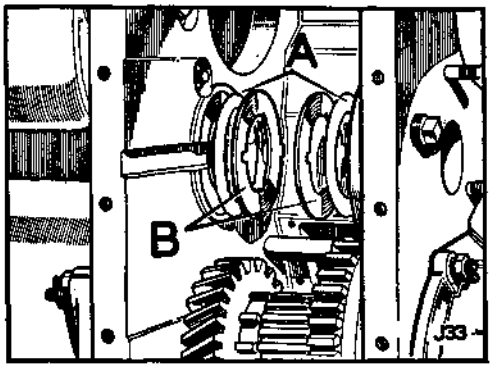

**Fig. C1-53. Thrust washers and shims, intermediate gear**
3. Fit any shims for the intermediate gear, between the thrust washers and the casing, ensuring that the thrust washer bronze faces are towards the intermediate gear. Use a little general purpose grease to retain in position, see Fig. C1-53.